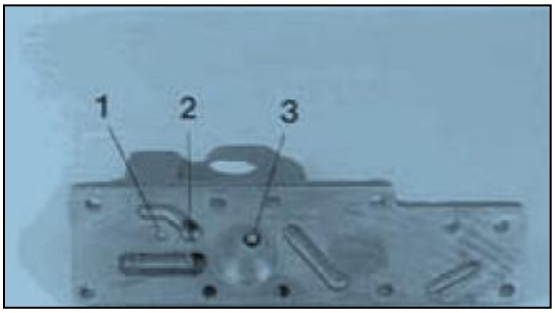

Figure 89
Pre-assemble and attach shift-control housing (WK) (Figure 89 ... 92)